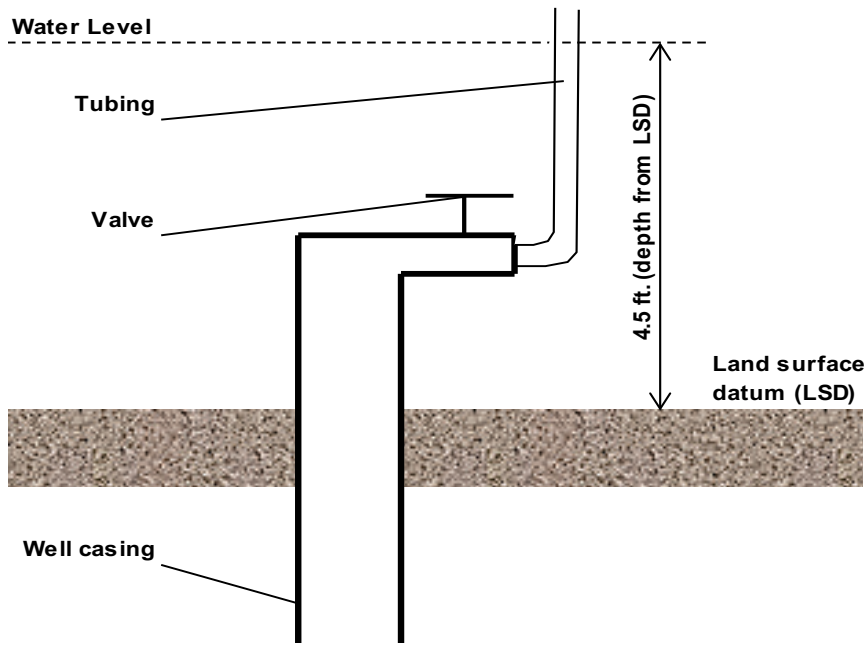

Figure 4. Flowing well – Tubing method of measurement for groundwater levels (not to scale).
5) Measure the distance from land surface to the water level in tubing (see Figure 4).